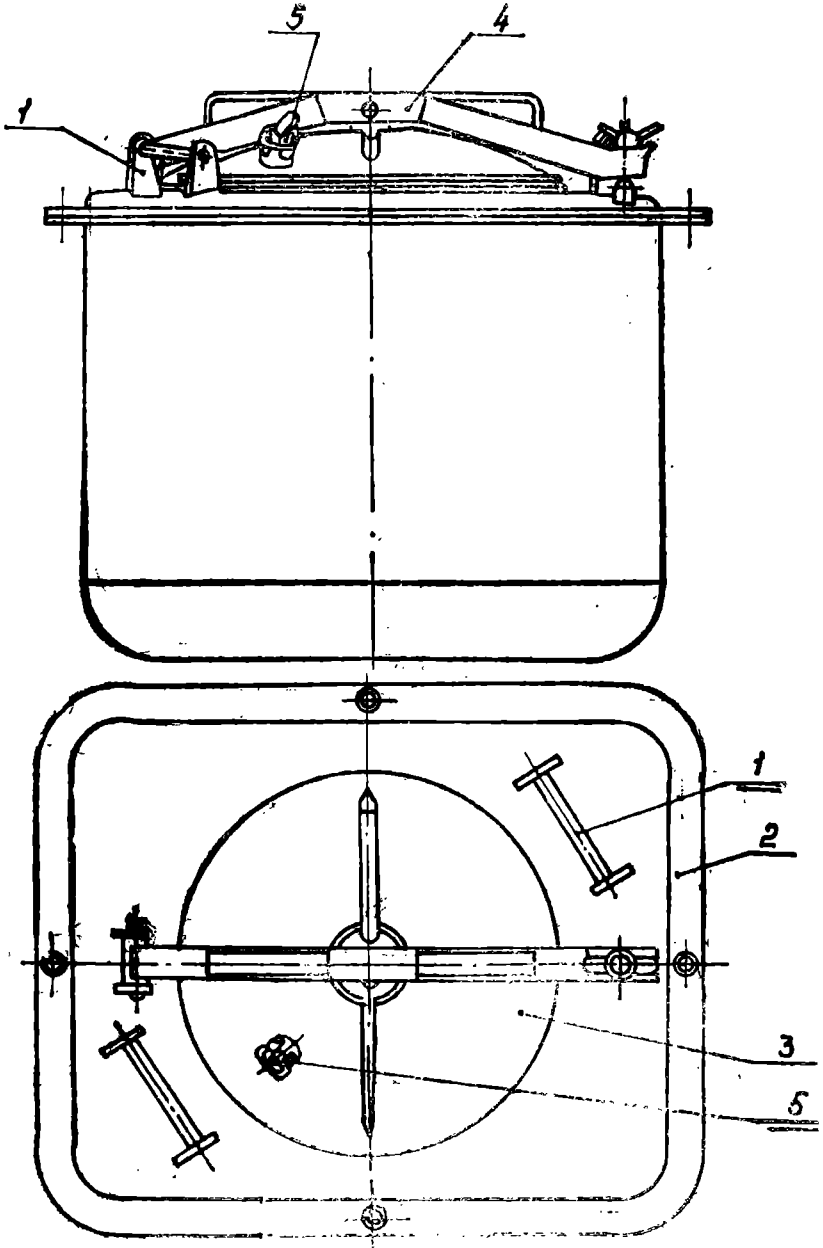

Рис. 4. Котел для первых блюд и кипятка
5.3. Котлы для первых блюд и кипятка (рис. 4.) изготовлены из нержавеющей стали. Для выемки котла из очага к котлу приварены две ручки 1. Для установки и закрепления котла в проеме очага на котле имеется пояс 2 с четырьмя отверстиями. Котел закрывается круглой крышкой 3, установленной на плавающем прижиме 4. В качестве уплотнения служат сопрягающиеся конические поверхности крышки и котла. Крышка снабжена паровыпускным клапаном 5. Полная емкость котла 100 литров.